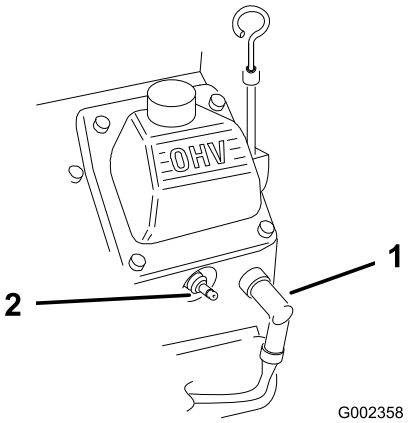

**Figur 25**
2. Kobl tændrørskablerne fra tændrørene (Figur 25).